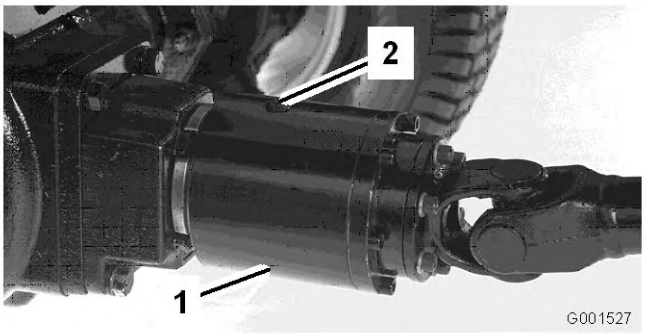

Figure 28
2. Tournez l'embrayage (Figure 28) de façon à positionner le bouchon de contrôle (représenté en position 12:00 heures) à 4:00 heures.